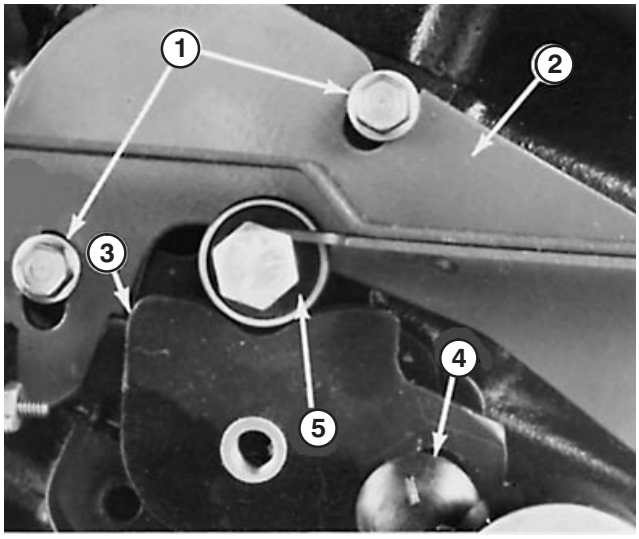

Figure 72
4. With engine OFF, loosen nut on carriage bolt and allow bearing to locate cam (Fig. 72). Carefully tighten nut on carriage bolt.
5. Loosen screws to allow neutral device bracket to move; but not freely (Fig. 72). Adjust neutral device bracket so that 40± in.-lb. of torque on control lever just starts to rotate lever. Tighten screws.